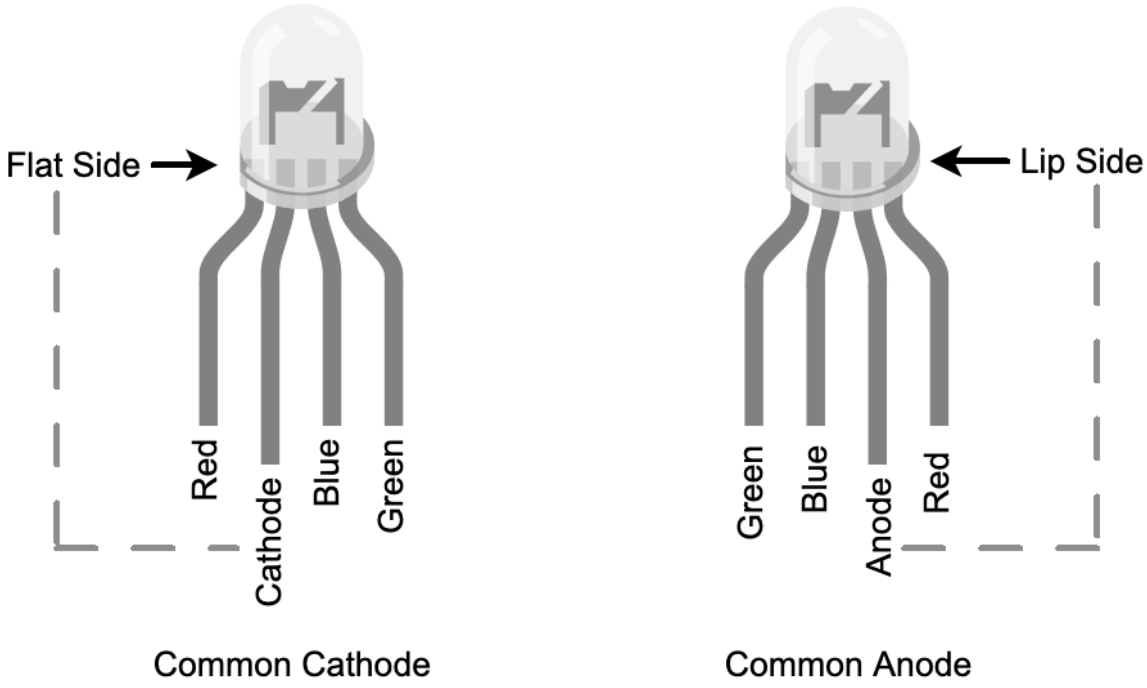
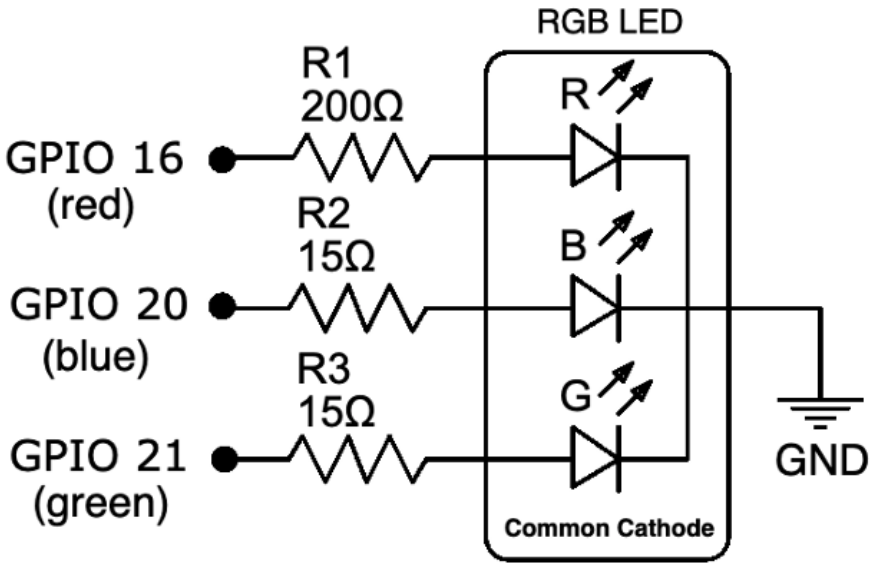

Figure 8.1 – RGB LED varieties
Figure 8.2 – Common cathode RGB LED schematic
An RGB LED is three single-color LEDs (red, green, and blue) in a single package, as illustrated in *Figure 8.1*:
We will start by building the circuit as shown in *Figure 8.2* on our breadboard:
*To use a **common anode** RGB LED, it needs to be wired differently than shown in Figure 8.2—the common anode leg must go to the +3.3V pin on your Raspberry Pi, while the GPIO connections remain the same. The other change is in code where we need to invert the PWM signals—you will find a file called `rgbled_common_anode.py` in the `chapter08` folder with the differences commented.*
2. If your first three colors are not red, green, and then blue, your RGB LED may have its legs in a different order than the RGB LED's pictured in *Figure 8.1* and the circuit in *Figure 8.2*. What you will need to do is change the GPIO pin numbering in the code (see the following code snippets) and re-run the code until the color order is correct.